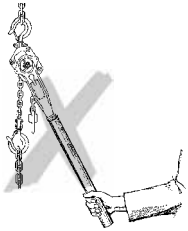

Fig. 3
– 吊钩和起重链的焊接是严格禁止的，不可自行焊接载重链(如图3)